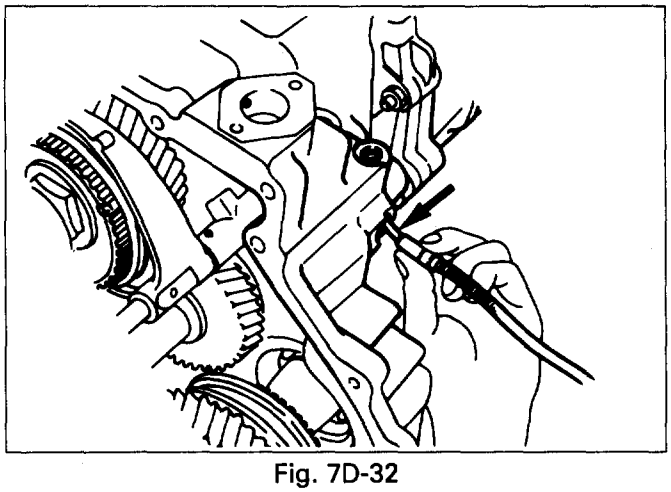

Fig. 7D-32
- Use a magnetic tool to remove the interlock pin from the transfer case (Fig. 7D-32).